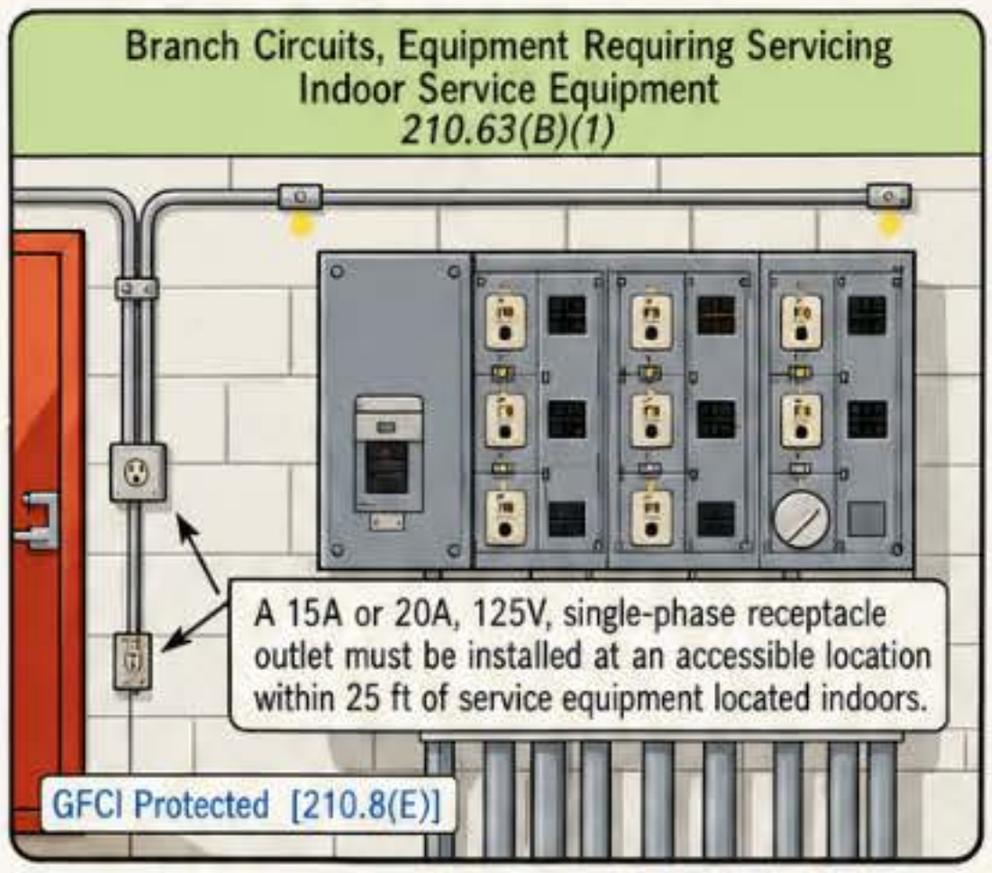

Figure 210–106
▶ Figure 210–105
(1) Indoor Service Equipment. Install a 15A or 20A, 125V, single-phase receptacle outlet within easy reach of the indoor equipment, no higher than 25 ft from the service equipment. Figure 210–106